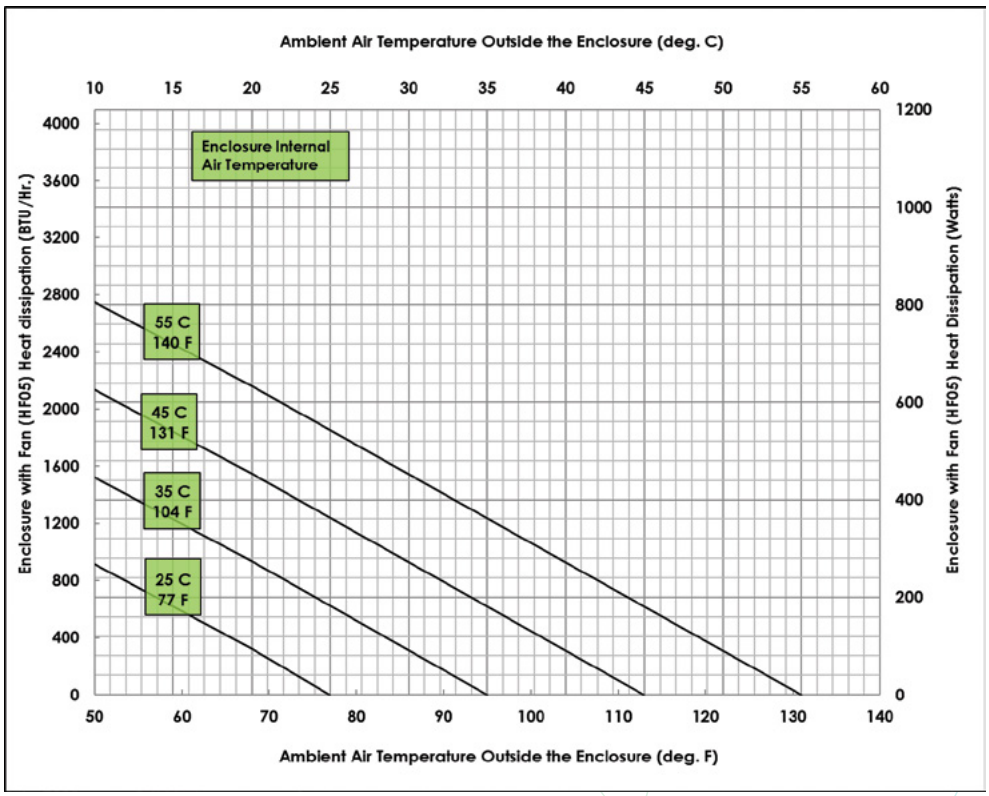

Figure 4:
7. Figure 4 provides the heat dissipation guide for a Panduit Z23 enclosure heat dissipation with a HF05 fan for various external ambient temperatures with the IP54 filter kit.